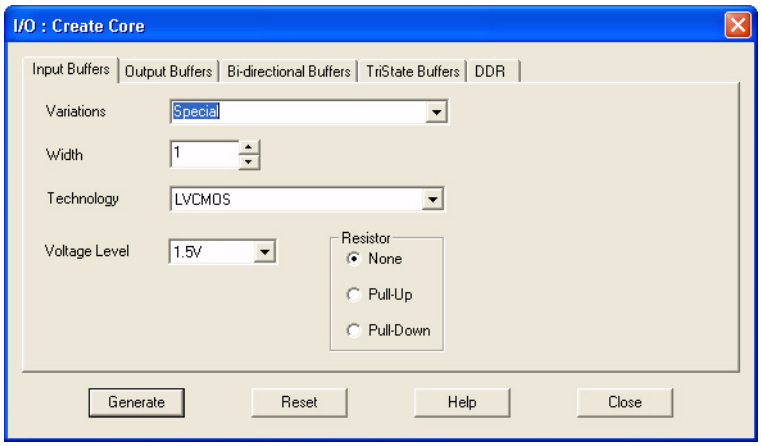

Figure 8-4 • **I/O Create Core Window**
4. Double-click any of the varieties. The I/O Create Core window opens (Figure 8-4).
As seen in Figure 8-4, there are five tabs to configure the I/O macro: Input Buffers, Output Buffers, Bidirectional Buffers, Tristate Buffers, and DDR.
The **Special** variation has Width, Technology, Voltage Level, and Resistor Pull-Up/-Down options (see Figure 8-4). All the I/O standards and supply voltages (V_{CCI}) supported for the device family are available for selection.